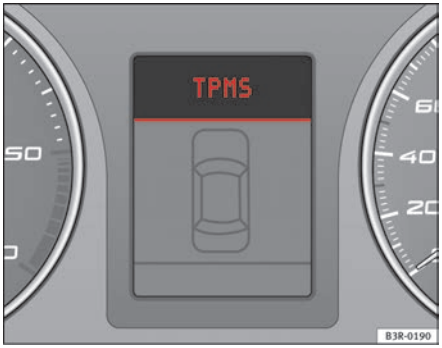
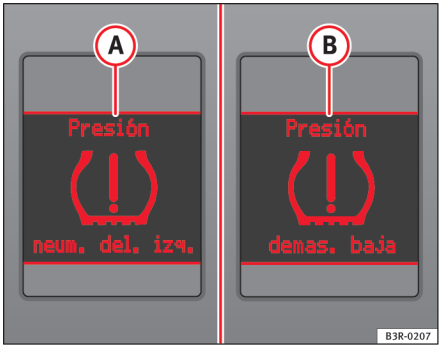

Fig. 45 Display: system fault
Fig. 46 Display: warning message
The yellow warning (!) lamp remains on if the system is faulty or if the pressure is too low in at least one tyre. In the event of a system fault, the letters TPMS are displayed in the centre of the instrument panel ⇒ page 66, fig. 45. In case the tyre pressure drops rapidly, the message (A) ⇒ page 66, fig. 46 is shown on the central display of the instrument panel. If the pressure loss is slowly, the message (B) ⇒ page 66, fig. 46 is shown on the central display of the isntrument panel. The message does not show the tyre affected. Should any of these warnings be displayed: